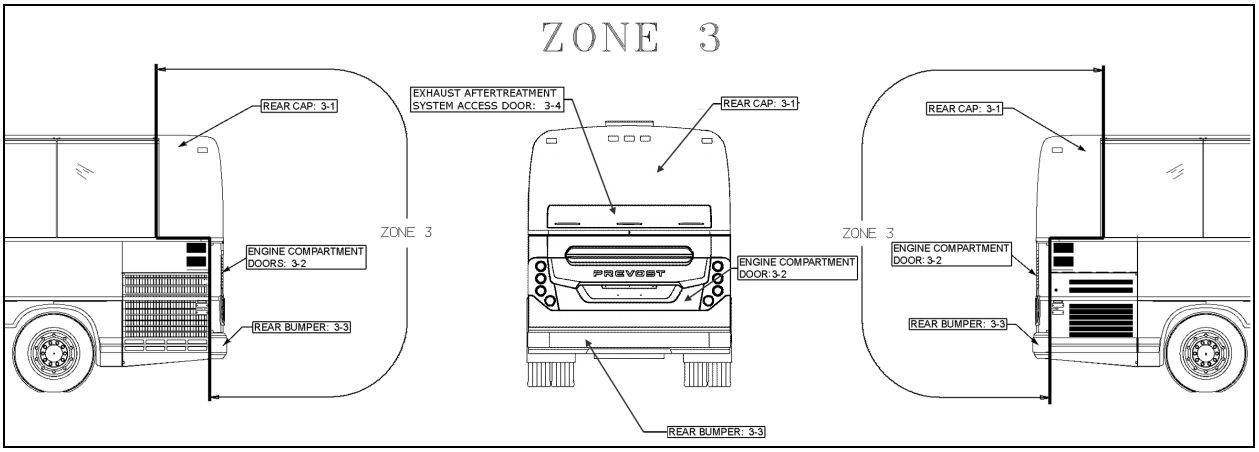

FIGURE 46: ZONE 3
1. To adjust the door VERTICAL position, loosen the bolts (4 on each side) holding the door supporting arm and gas springs bracket to the *vehicle structure* (Figure 46).
2. To adjust the door LATERAL position, loosen the bolts (3 on each side) holding the door supporting arm and gas springs bracket to the *door* (Figure 46).
3. Adjust the door FORE & AFT position by screwing/unscrewing the rubber door stops on each side of the door opening (Figure 46).